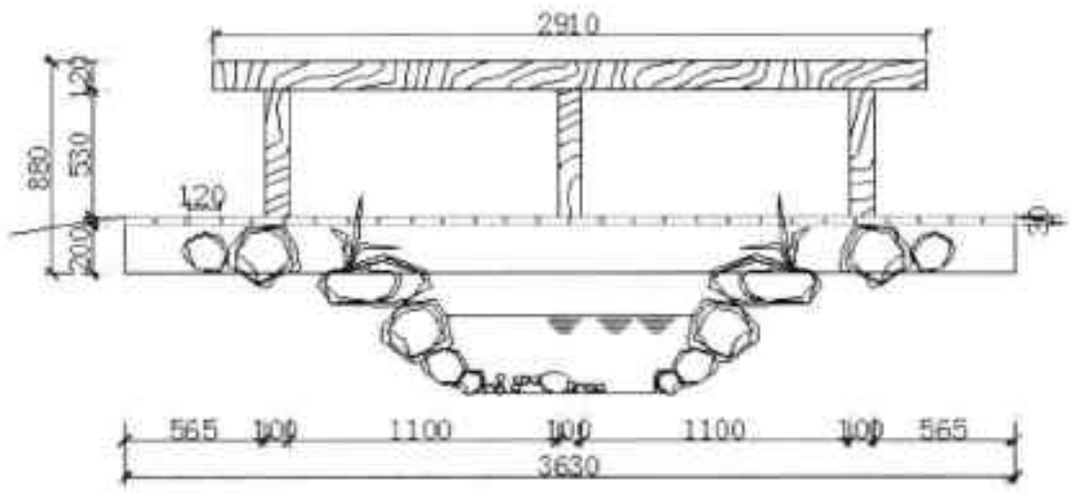

图20-98 标注尺寸
Step 18 执行“标注 > 线性”命令，指定图形测量点及尺寸文字位置，完成图形的尺寸标注，如图 20-98 所示。